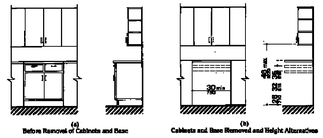

FIGURE 50
AT LEAST ONE 30 IN SECTION OF COUNTER SHALL PROVIDE A WORK SURFACE THAT COMPLIES WITH THE FOLLOWING REQUIREMENTS (SEE FIG 50):
(1) MAXIMUM HEIGHT SHALL BE 48 IN FOR AT LEAST ONE SHELF OF ALL CABINETS AND STORAGE SHELVES MOUNTED ABOVE WORK COUNTERS (SEE FIG 50).
(2) DOOR PULLS OR HANDLESFOR WALL CABINETS SHALL BE MOUNTED AS CLOSE TO THE BOTTOM OF CABINET DOORS AS POSSIBLE. DOOR PULLS OR HANDLES FOR BASE CABINETS SHALL BE MOUNTED AS CLOSE TO THE TOP OF CABINET DOORS AS POSSIBLE.